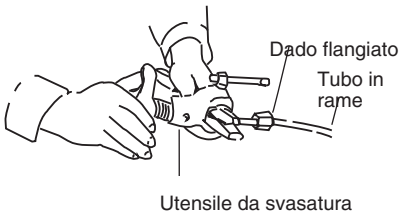

Fig. 5-3
(3) Rimuovere il dado flangiato dall'unità e non mancare di montarlo sul tubo di rame.
(4) Svasare l'estremità del tubo di rame con l'utensile apposito. (Fig. 5-3)